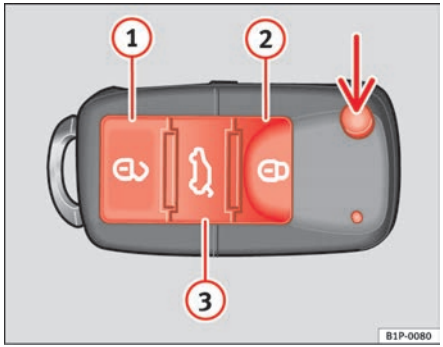

Fig. 64 Assignment of buttons on the remote control key
Using the button ⇒ fig. 64 (arrow) on the control, the key shaft is released.
Unlocking the vehicle ⇒ fig. 64 (1).
Locking the vehicle ⇒ fig. 64 (2).
Unlocking the tailgate. Press the button ⇒ fig. 64 (3) until all indicators on the vehicle briefly flash. When the unlocking button (3) is pressed, 2 minutes remain for opening the door. Once this time has passed, it will lock once more.
Also, the battery indicator on the key ⇒ fig. 64, will flash.
When the button ⇒ fig. 64 (1) is pressed once, the driver's door is unlocked, all others remain locked.
Press the button ⇒ fig. 64 (1) twice to unlock all doors.
– Lock the vehicle using the driver side door lock with the remote control key ⇒ page 100, fig. 64.